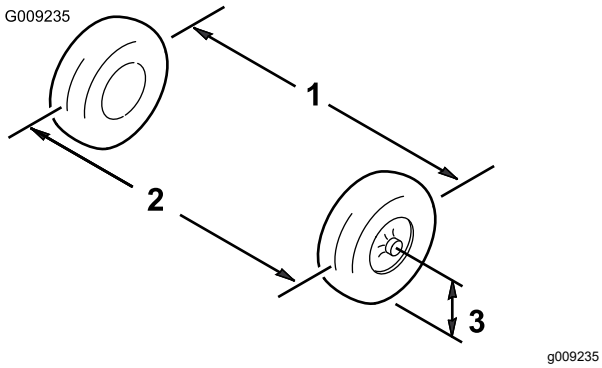

Figura 48
2. Mida la distancia entre los neumáticos delanteros a la altura del eje, en la parte delantera y trasera de las ruedas (Figura 48).